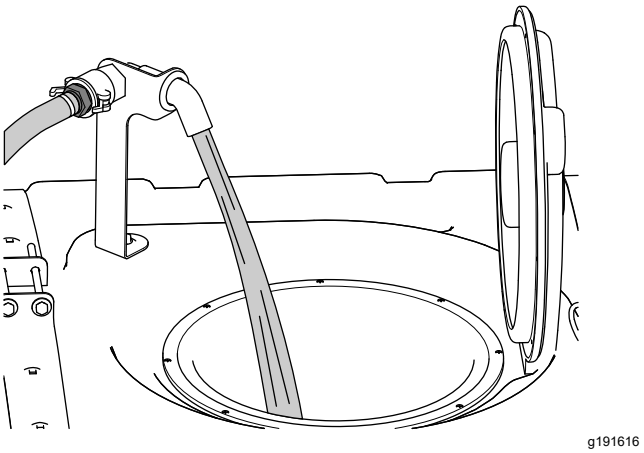

Figuur 27
5. Giet ¾ van de benodigde hoeveelheid water in de spuittank (Figuur 27).